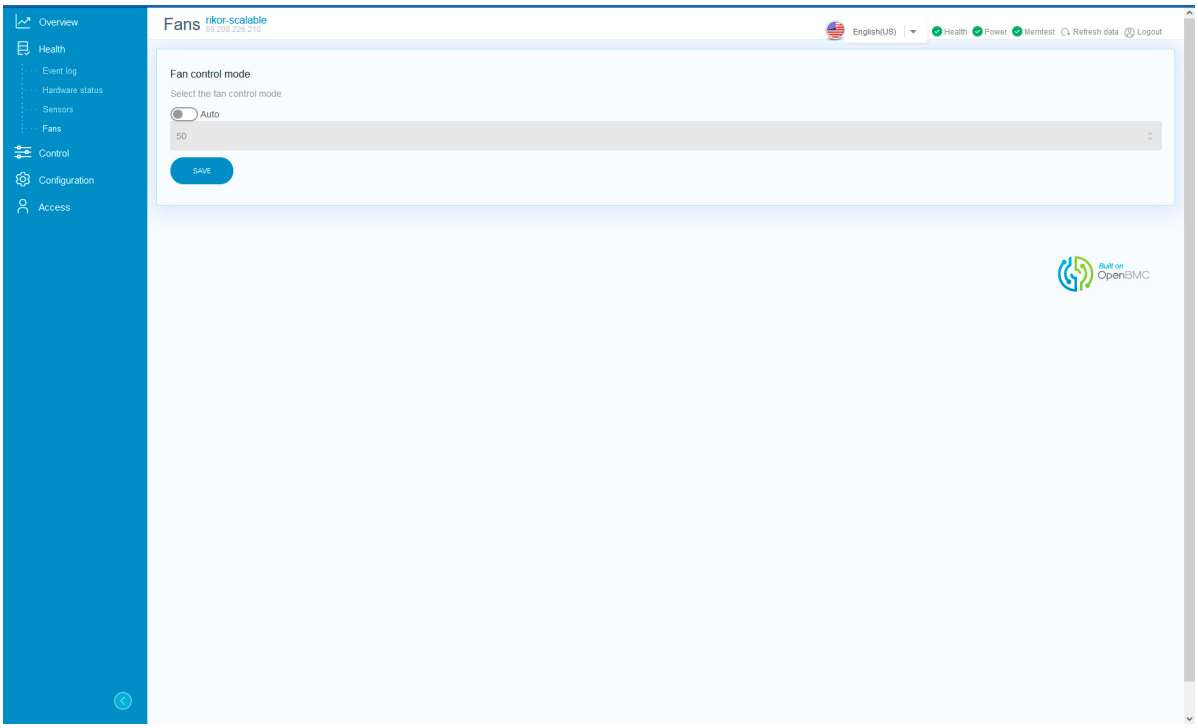

Рис. 74. Окно «Fans»
5) Пройдите во вкладку «Health» → «Fans» в данной вкладке отображается информация по вентиляторам установленным в сервере. В поле «Fan control mode» установите переключатель в активное положение чтобы управлять режимом работы вентиляторов охлаждения. В раскрывающимся списке выберете режим скорости вращения. Окно показано на рис. 74 Окно «Fans»